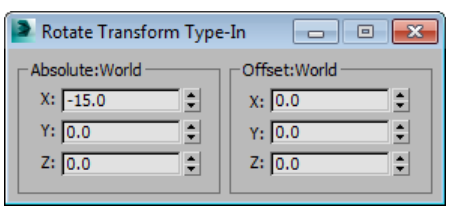
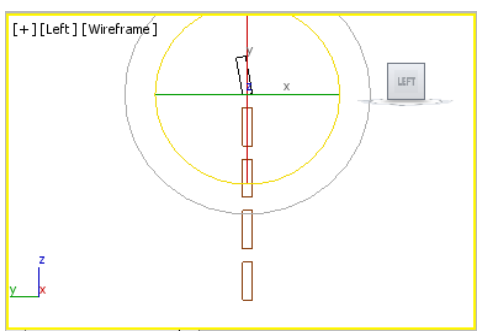

Figure 2-66 *The* ***Rotate Transform Type-In*** *dialog box*
Figure 2-67 *The horizontal back support005 geometry after rotating in the Left viewport*
10. In the **Absolute:World** area, set the value **-10** in the **X** spinner, as shown in Figure 2-66 and then press the ENTER key; *horizontal back support005* gets rotated, refer to Figure 2-67. Now, close the **Rotate Transform Type-In** dialog box.